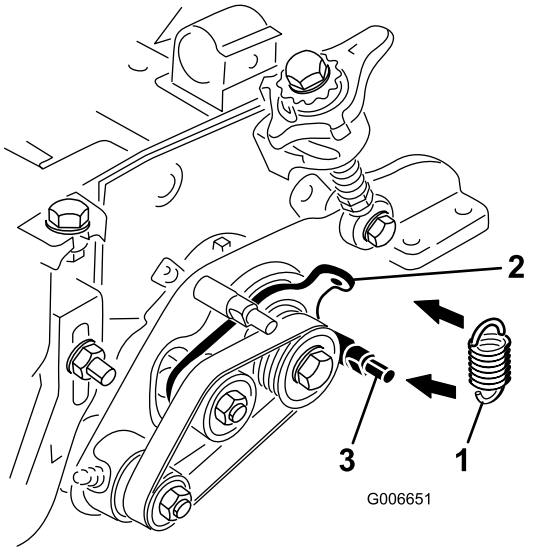

Figur 26
29. Haka fast mellanremskivfjädern i hålet i remskivplattans flik och runt skåran i trimsatsplåtens nedre tapp (Figur 26). Fjäderkrokens öppna ände ska placeras mot drivskivan.